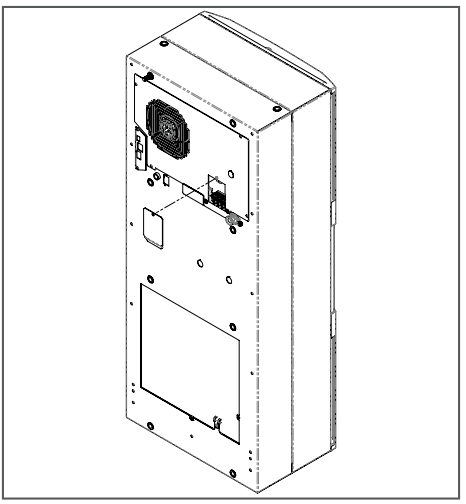

Figure 1
1. Dévissez la vis du panneau d'accès à l'évaporateur, puis retirez le panneau d'accès à l'alimentation électrique (voir la Figure 1).